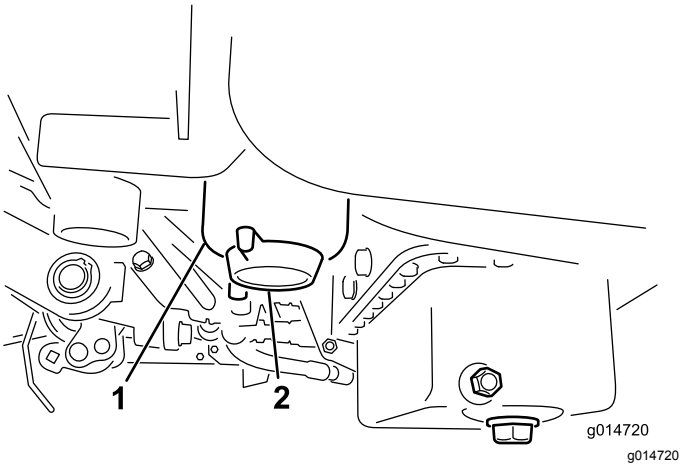

Figur 33
2. Rengjør området der filterboksen skal festes (Figur 33).
4. Åpne tappepluggen (Figur 33).